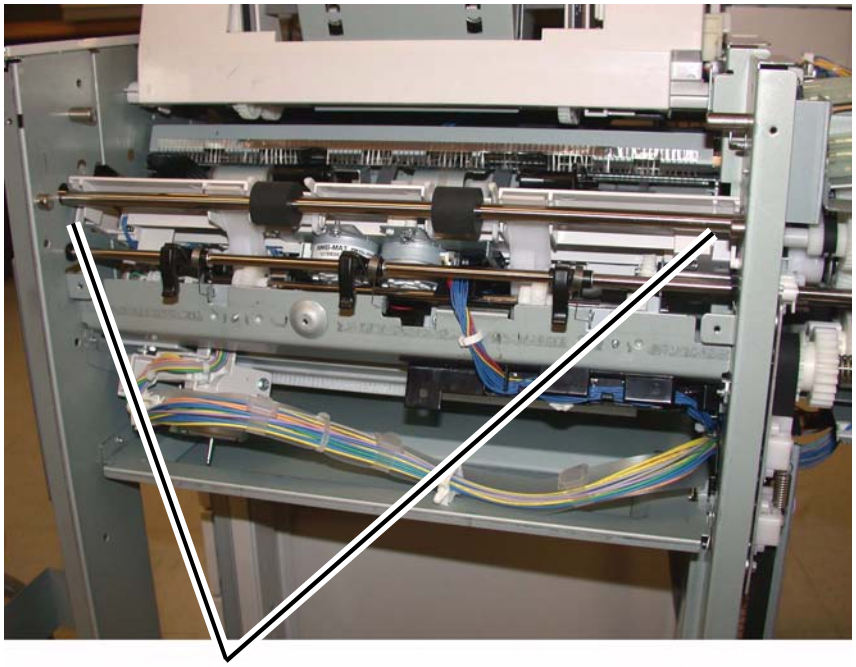

Figure 18 Preparing to install the Eject Roll Shaft
(1) Place the Eject Roll Shaft into position in the front and rear frame (Figure 18).